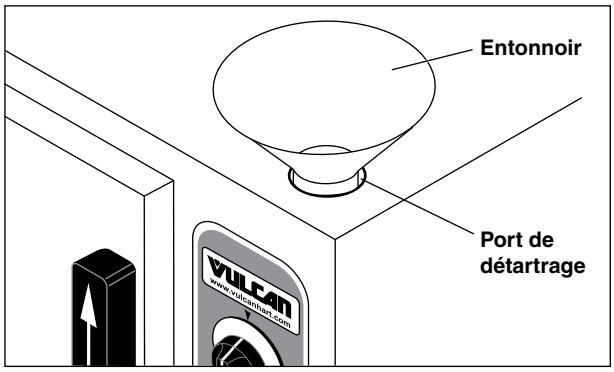

Figure 4
4. Retirez le capuchon de l'orifice de détartrage au- dessus de l'appareil et insérez-y l'entonnoir (Figure 4)..